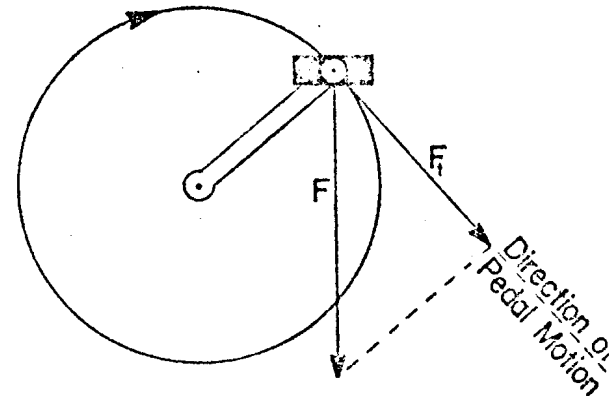

Figure 3. Finding the part of the force of the hanging weight which is in the same direction as the motion of the pedal at a given position.
C. Procedure: Draw the path of the pedal (a circle), and find by careful measurement or by trigonometry that part of the force (the component) which is in the direction of the motion of the pedal. Figure 3 will give you an idea of how to do this.